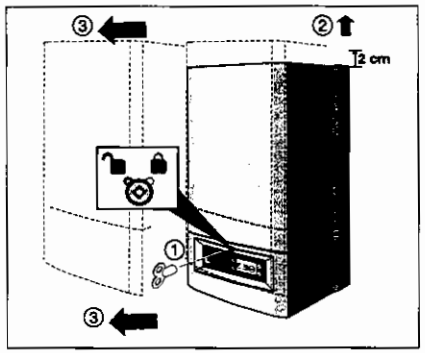

afb. 4 Mantel verwijderen
- Draai de veiligheidsschroef door middel van de radiatorsleutel los en verwijder de mantel (afb. 4).